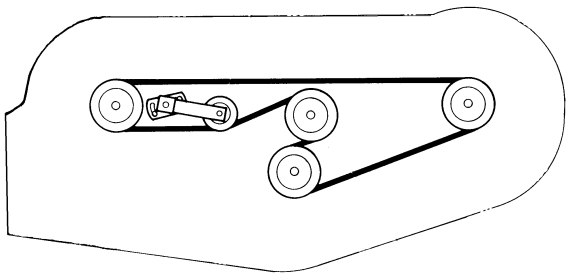

Fig. 20
A. Para las unidades de corte que suelen operarse con una altura de corte de entre 25–50 mm, se debe subir el lado bajo de la unidad de corte. Retire el pasador que fija la rueda en el lado bajo (Fig. 20) y retire el conjunto de la rueda.